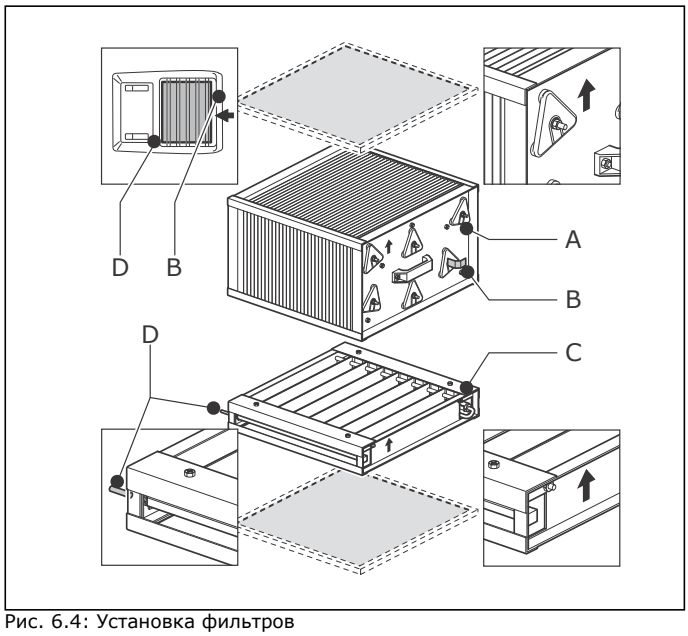

Рис. 6.4: Установка фильтров
☞	*Рис. 6.4* Обратите внимание на правильное положение ионизатора (C) и коллектора (A). Для этого обе секции фильтра были отмечены стрелками, указывающими поток воздуха. Обратите внимание на положение контактного штифта (D) и контактной пружины (B).